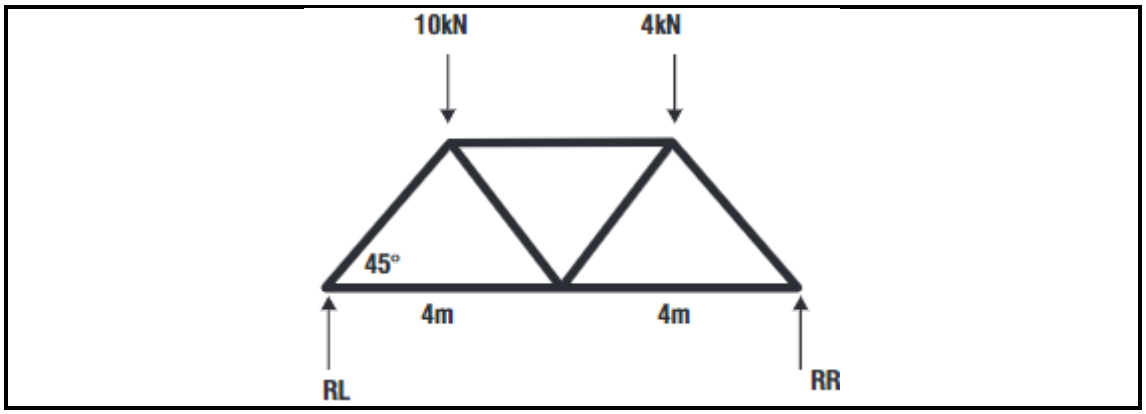

FIGURE 2
3.2 FIGURE 2 shows a loaded roof truss.